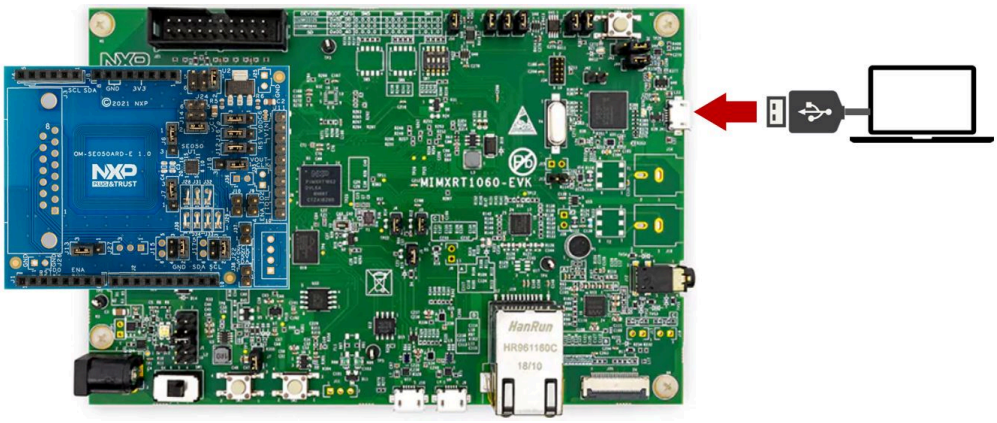
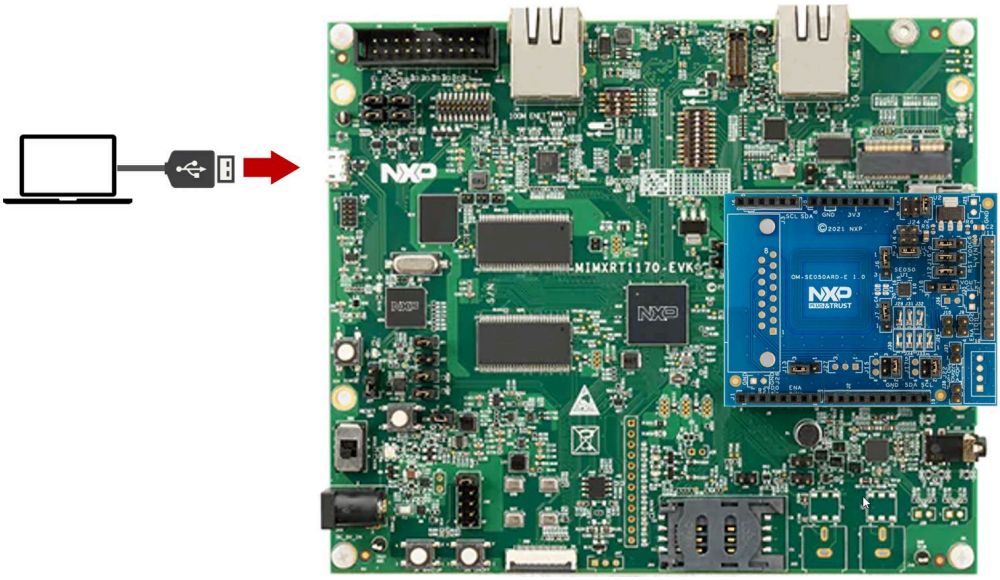

Figure 45. Connect i.MX RT1060 board to the laptop
Figure 46. Connect i.MX RT1170 board to the laptop
1. Connect the i.MX RT1060 board to your laptop as shown in Figure 45, or your i.MX RT1170 as shown in Figure 46: